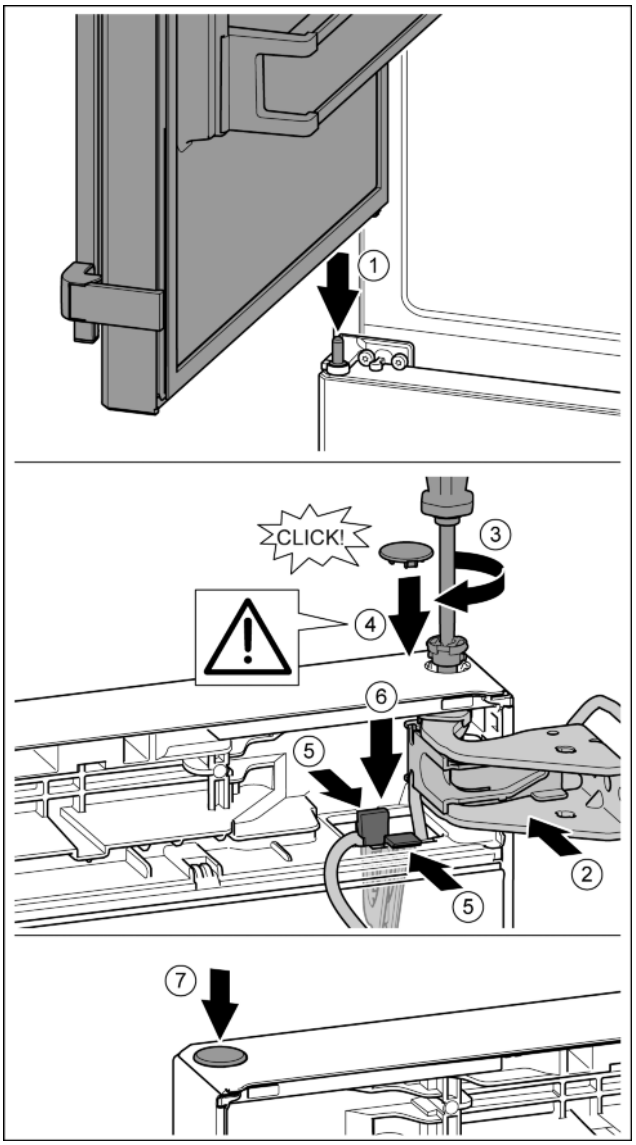

Fig. 34
▶ Horní dveře usaďte na prostředním ložiskovém čepu *Fig. 34 (1)*
▶ Dveře nahoře vyrovnejte s otvorem ve stojanu ložiska. *Fig. 34 (2)*
▶ Vložte čep a pevně jej utáhněte šroubovákem T15. *Fig. 34 (3)*
▶ K zajištění dveří namontujte bezpečnostní kryt: Bezpečnostní kryt nasaďte a zkontrolujte, zda přiléhá na dveře. V opačném případě čep zcela zasuňte. *Fig. 34 (4)*
▶ Držák s upevněným kabelem vložte do otvoru. Přitom musí lamela s delším otvorem ukazovat dopředu. *Fig. 34 (5)*
▶ Tlačte držák dolů, až lamela zapadne. *Fig. 34 (6)*
▶ Vložte zátku. *Fig. 34 (7)*